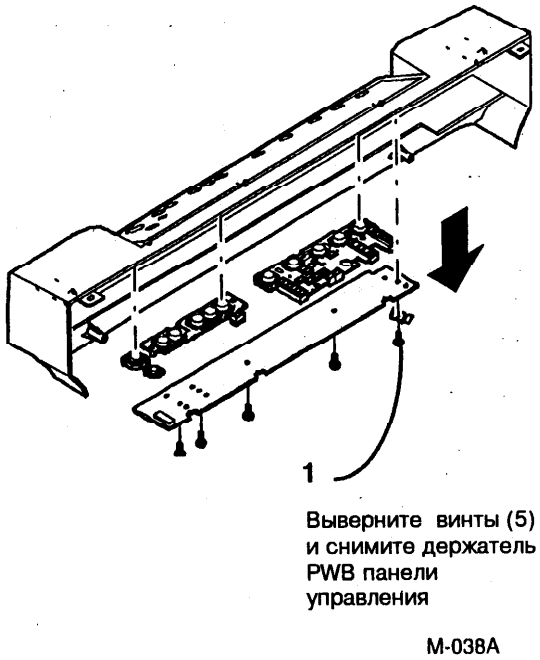

Рис. 3. Снятие печатной платы панели управления
4. (Рис. 3): Снимите печатную плату панели управления.